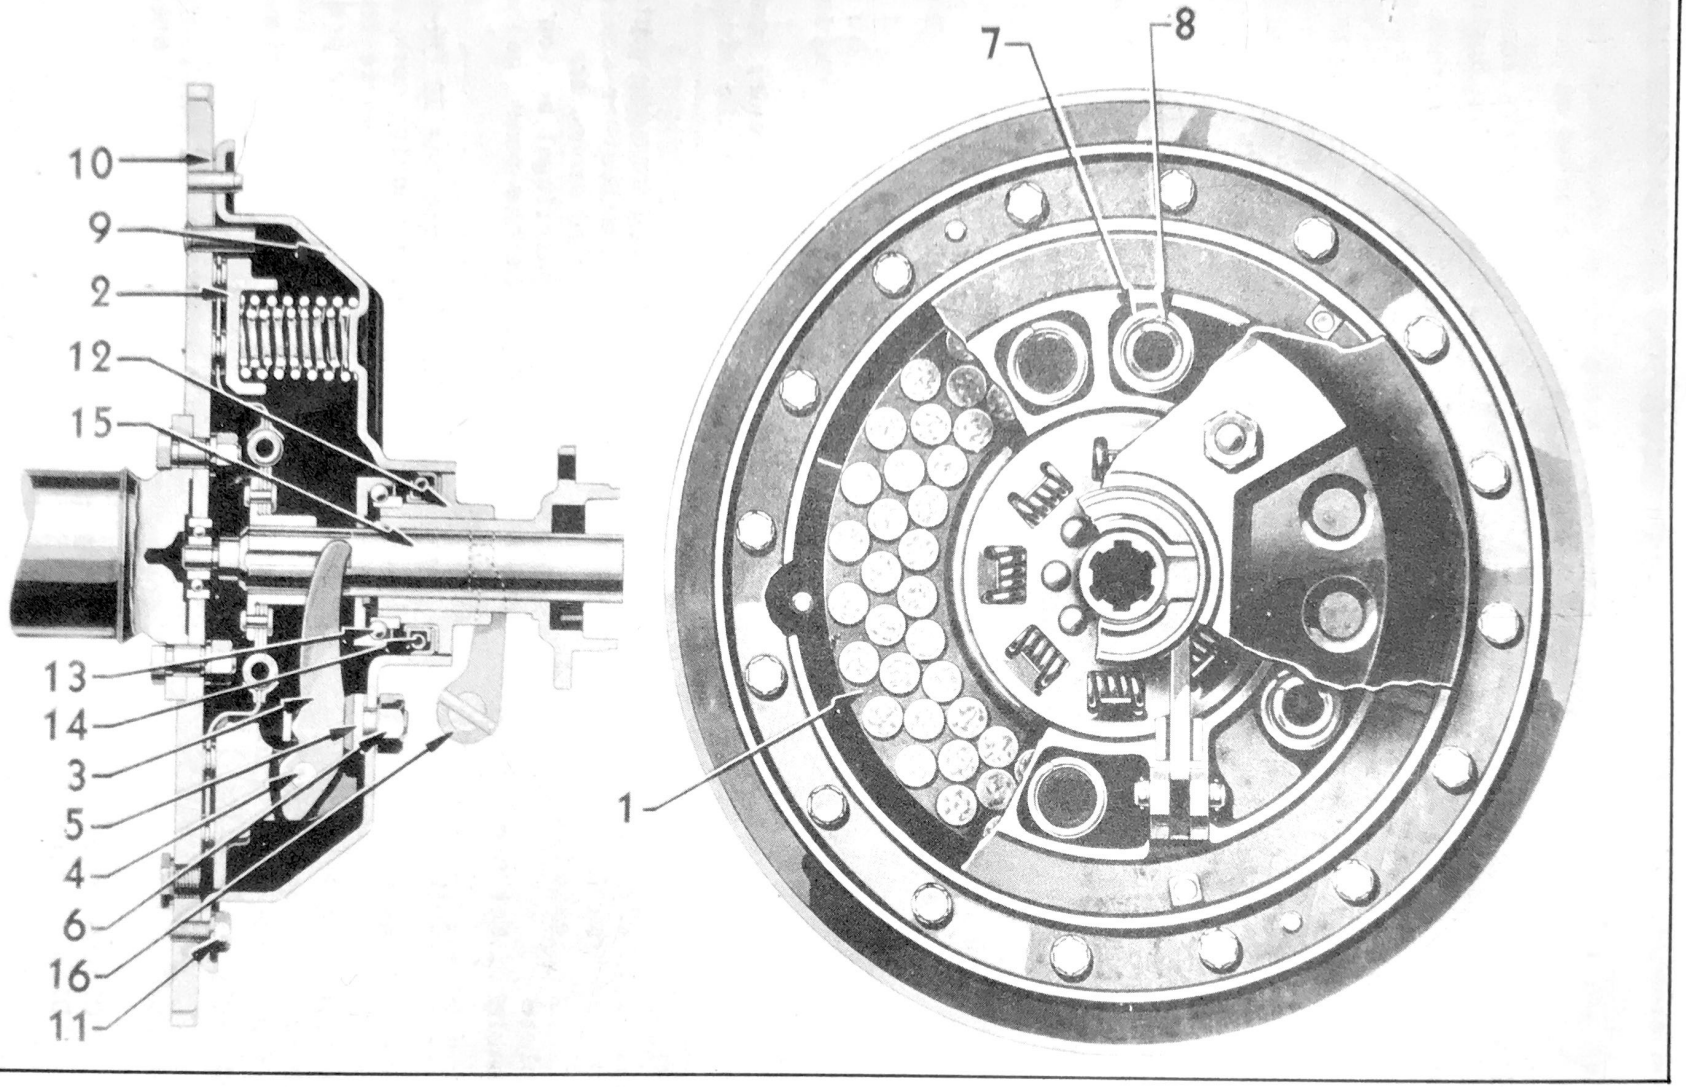
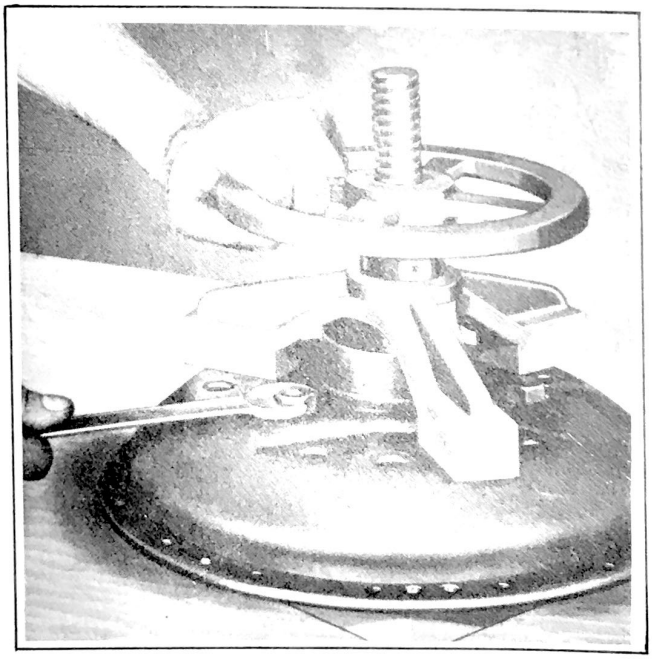

Figure 187 - Clutch Assembly
Figure 192 - Disassembling Clutch Using Tool J-298-H
CLUTCH OPERATION. The rear face of the flywheel and the front face of the pressure plate (2), Fig. 187, bear against the two faces of the driving plate surface (1). The pressure plate is held by springs (7) equally located around the circumference, supplemented in some models by inner springs (8).
CLUTCH INSPECTION. Check the condition of corks in driving plate (1), Fig. 187. A black glaze indicates the use of an improper lubricant. The use of Hudsonite lubricant keeps the pores of the corks open and if the corks are not burned, soaking the driving plate in Hudsonite and the use of Hudsonite in the clutch after reassembly will very often clean up the cork surfaces.
Pressure plate (2), Fig. 187, should be free of scores or blued spots. Blued spots indicate that the clutch has been operated at an excessive temperature in which case the engaging springs should be replaced as they have probably lost their tension.
Place the clutch assembly in the clutch fixture J 298-H, Fig. 192, and clamp it tightly with the hand wheel. Remove the three nuts (6), Fig. 187, from the back of the cover and release the hand wheel. The cover can then be removed, exposing the springs (7) clutch fingers (3) and finger retainers (5).
The engaging springs (7), Fig. 187, for Models 10, 11, 18 when compressed to 1-3/4" have a weight of 155 lbs. plus or minus 5 lbs. The models 12, 14, 15, 17 springs when compressed to 1-5/8" have a weight of 135 lbs. plus or minus 5 lbs.
The inner engaging springs (8), Fig. 187, when compressed to 1-5/8" have a weight of 80 lbs. plus or minus 5 lbs.
CLUTCH ASSEMBLING. Using clutch fixture J 298-H, place the pressure plate (2), Fig. 187, with the friction face down. Insert springs (7) and inner springs (8) if used, throwout fingers (3) finger retainers (5) and retainer washers in place.